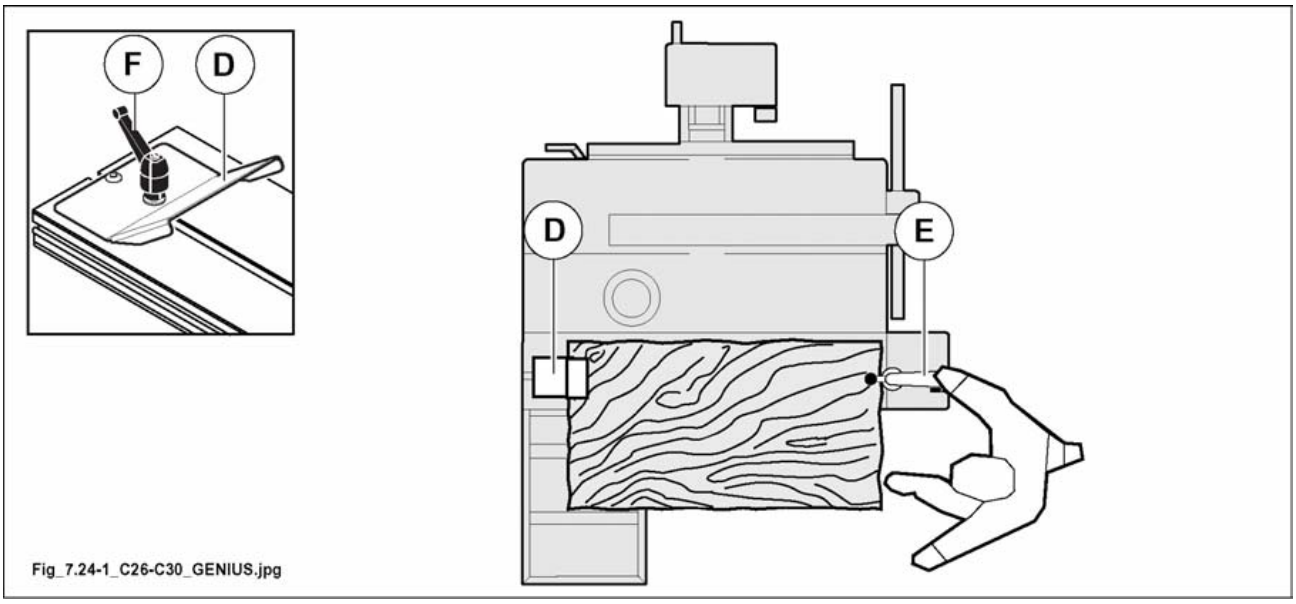

Fig. 7.24-1
When machining large panels, position the ruler and the squaring frame for thrust machining (see fig. 7.24-1); with this position maximum cutting length is obtained.
- Rest the panel on the sliding table and frame see fig. 7.24-1.
- Loosen handle (F fig. 7.24-1) and move the tile-shaped stop (D fig. 7.24-1) into the groove and rest it against the panel.
- Clamp the handle (F fig. 7.24-1).
- Move clamping device (E fig. 7.24-1) close to the panel.